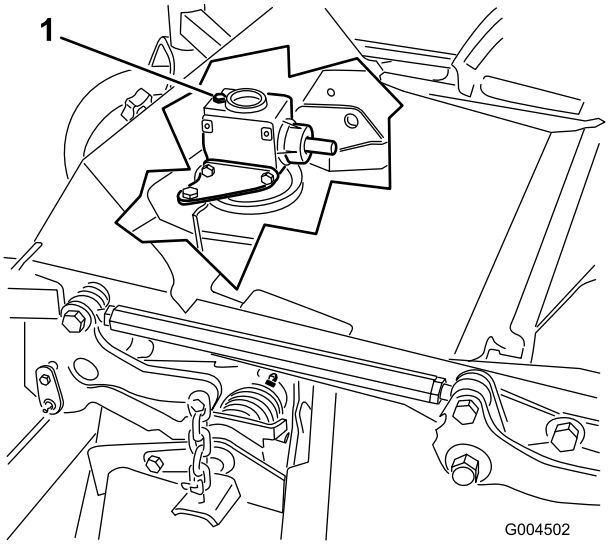

Figura 33
6. Retire la varilla/ tapón de llenado de la parte superior de la caja de engranajes y asegúrese de que el lubricante está entre las marcas de la varilla (Figura 33).
6. Retire el tapón de llenado/varilla de la parte superior de la caja de engranajes (Figura 33).